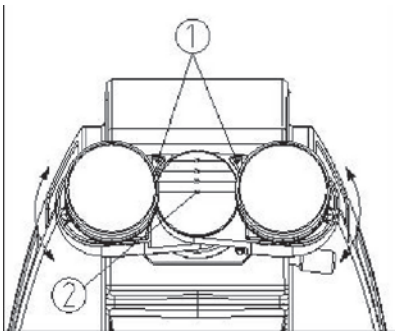

Fig. 12
- Para ajustar la cabeza de su microscopio con ambos ojos sujétela de ambos lados de los prismas y girelos hasta que al observar vea un solo campo de visión. En la base de los culares ① se muestra el valor de la escala para la distancia interpupilar ② (fig. 12).